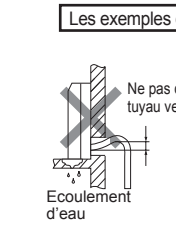

Fig. 3
- Lors du raccordement du tuyau de vidange à l'enveloppe de chlorure de polyvinyle dure, veillez à l'insérer correctement dans l'enveloppe. (Fig. 3)